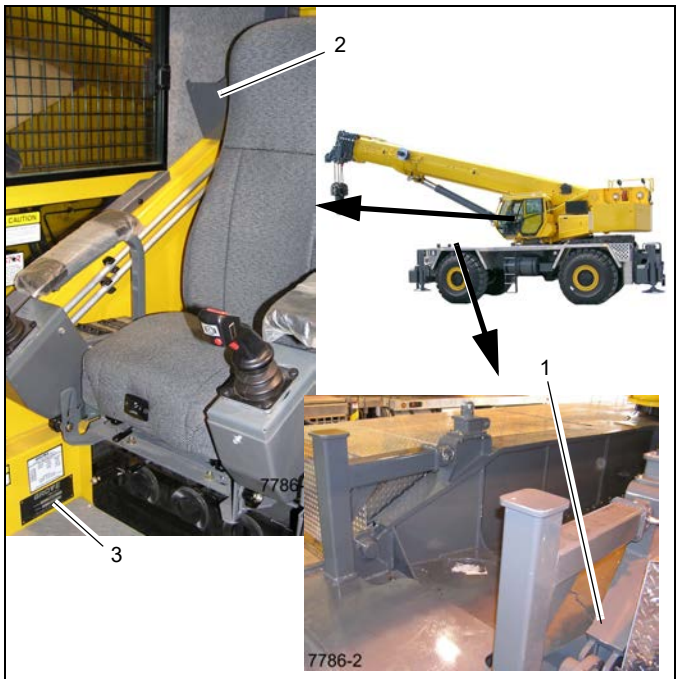

FIGURA 1-1
Consulte la Figura 1-1 para la ubicación del número de serie de la grúa; el mismo está grabado en el lado izquierdo del bastidor delantero (1), en el bolsillo para el manual en la cabina de la superestructura (2) y dentro de la cabina en frente del asiento en el lado derecho (3).